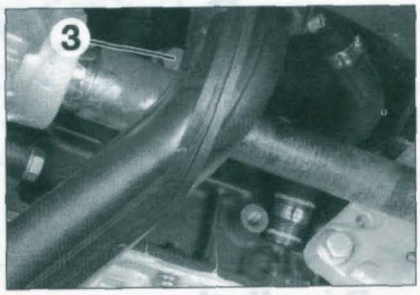

FIGURE 1-15
• Déposer le bouchon de vidange du bloc-cylindres (3), situé à l'arrière de celui-ci, côté boîte de vitesses **(figure 1-15)**.